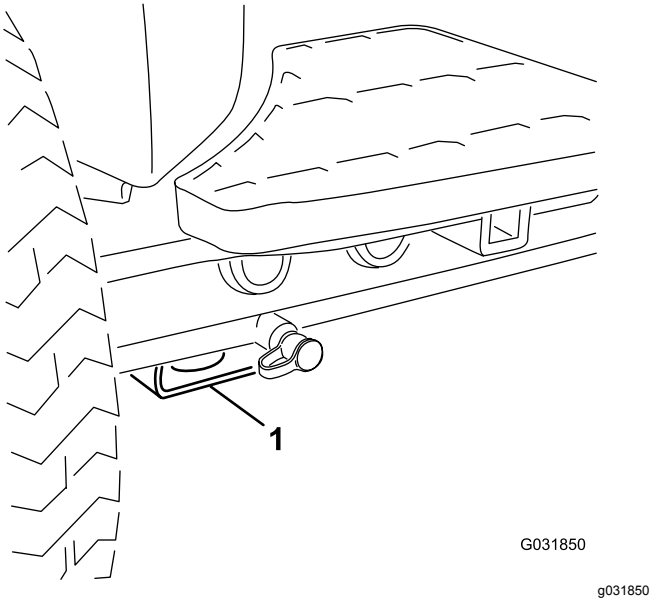

Figuur 56
- Voor – rechthoekig blok, onder de asbuis, aan de binnenzijde van beide voorwielen (Figuur 56).